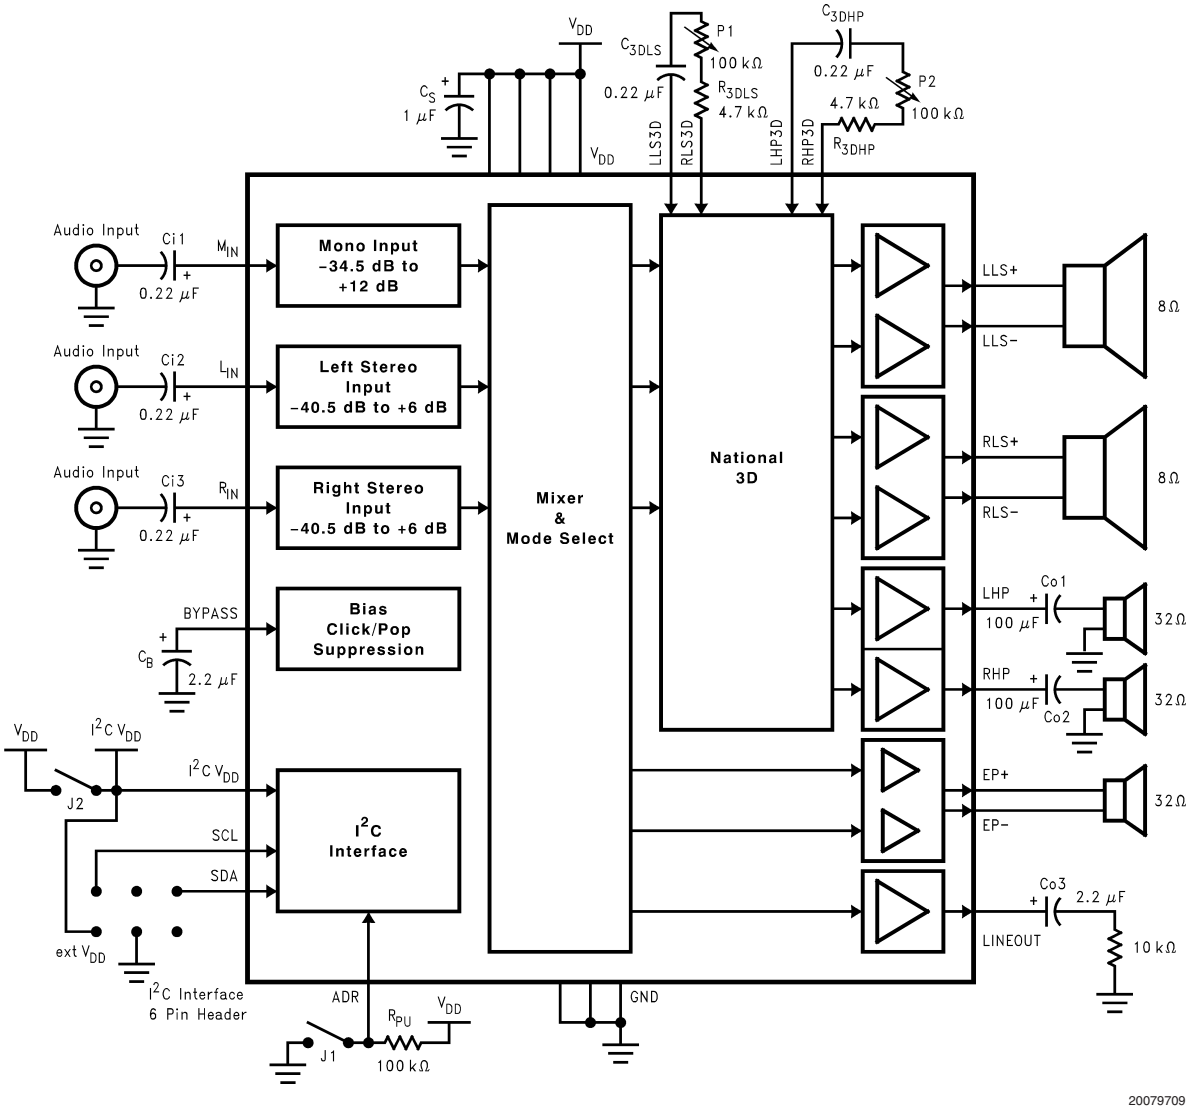

FIGURE 4. Reference Design Board Schematic
As an example when using a speaker with a low frequency limit of 50Hz and R_i = 20kΩ, C_i, using Equation (13) is 0.19μF. The 0.22μF C_i shown in Figure 4 allows the LM4857 to drive high efficiency, full range speaker whose response extends below 40Hz.
The 100μF C_O shown in Figure 4 allows the LM4857 to drive a headphone whose frequency response extends below 50Hz.